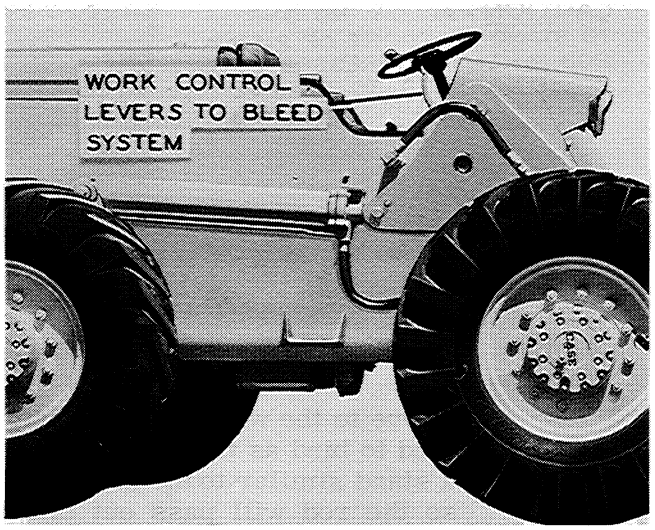

Figure A-13
7. Start the Loader engine and bleed all air from the hydraulic system by working both bucket control levers through several full raising and lowering cycles and several full tilt up and down cycles, Figure A-13. Check the oil level in the hydraulic reservoir, Page 12 and add oil if necessary.